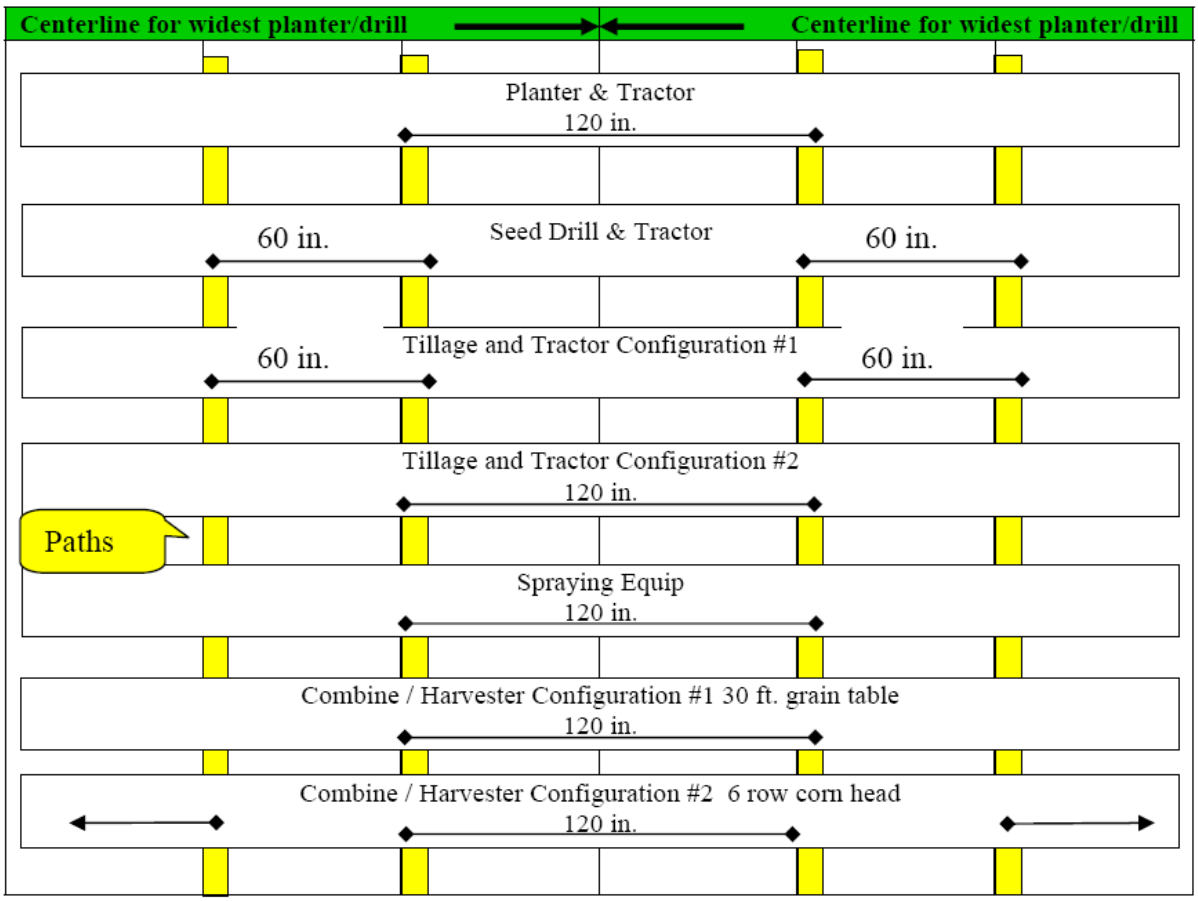

Figure 1. Example of Wheel/Track Spacing and Paths Using Multiples of the Basic Width (units are in inches or number of rows**):**
1. All equipment must cover the same width or multiples of that width (See Figure 1)